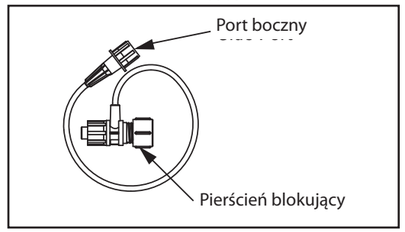

Rysunek 2. Zestawy do przepłukiwania
6. Do złącza cewnika dołączyć zestaw do przepłukiwania. Upewnić się, że pierścień blokujący jest otwarty (Rysunek 2).